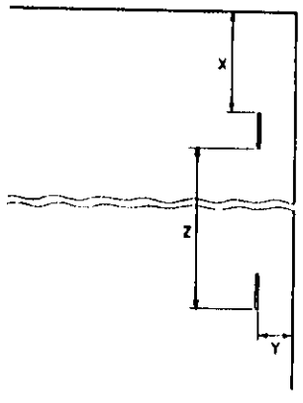

Рисунок 8. Определение регулируемого размера
1. (Рисунок 8) Определите размер, требующий регулировки.